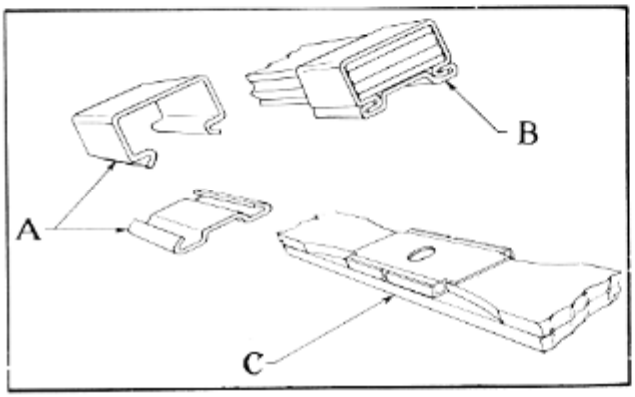

Figure 8
NOTE: The second leaf of the front springs is made in two pieces. The outer end of each piece is formed around the eye of the main leaf, while the inner ends of each are guided by a plate (Sketch C), Figure 8, through which the center bolt passes. This place should be assembled between the second and third leaves with the flanges upward to guide the inner ends of the second leaf.
42. Put service spring clips (Sketch A), Figure 8, over spring leaves from top and slide clip cover in place on bottom (Sketch B), Figure 8.